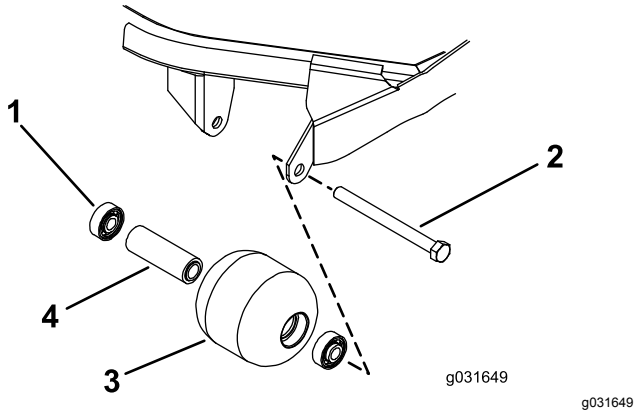

Figur 73
1. Ta bort rullarnas fästbult (Figur 73).
4. Kontrollera att rullkåpan, lagren och lagrets distansbricka är i gott skick (Figur 73).
1. Tryck endast på den yttre lagerbanan eller lika mycket på den inre och yttre lagerbanan, och tryck in det första lagret i rullkåpan (Figur 73)
2. För in distansbrickan (Figur 73).
3. Tryck endast på den yttre lagerbanan eller lika mycket på den inre och yttre lagerbanan, och tryck in det andra lagret i rullkåpan tills det vidrör distansbrickan (Figur 73).